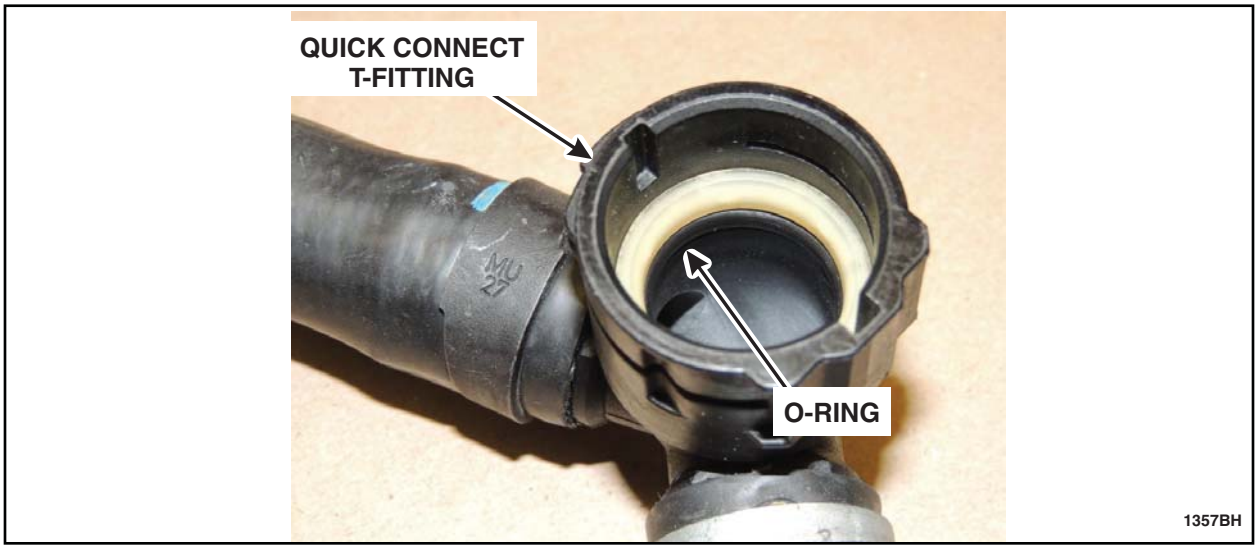

FIGURE I4
7. Remove and discard the o-ring inside the quick connect T-fitting. See Figure I4.
9. Lubricate the new o-ring with coolant and install it into the quick connect T-fitting. See Figure I4.